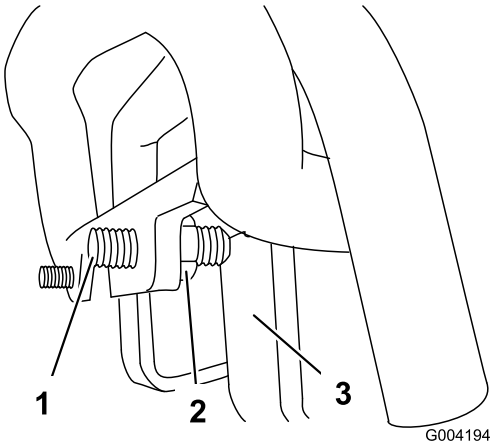

Figuur 54
3. Als de tractie-eenheid naar **links** afwijkt, draai dan de **rechter** contramoer los en stel de stelschroef op de voorzijde van de tractiebediening af (Figuur 54).
4. Als de tractie-eenheid naar **rechts** afwijkt, draai dan de **linker** contramoer los en stel de stelschroef op de voorzijde van de tractiebediening af (Figuur 54).